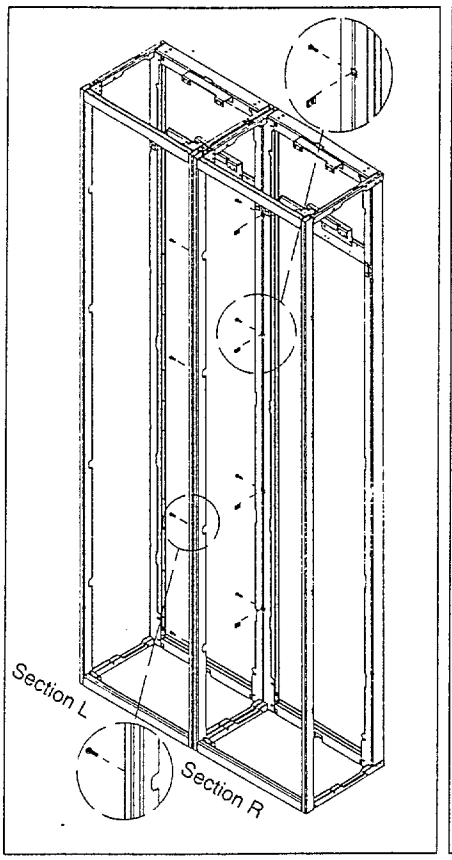

Figure 8: 15" (381 mm) deep with vertical bus
6. Open the wire trough door on section *L* (figure 8, page 9).
7. Locate the six rectangular notches on the inside surface of either the left or right corner channels (figure 8, page 9).
a. **15" deep (381 mm) with vertical bus** (figure 8)